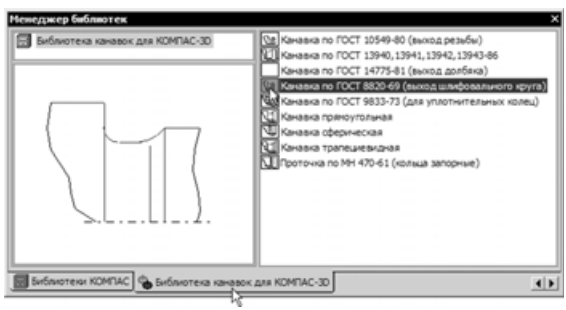

Рис. 5.240
- Откройте вкладку **Библиотека канавок**. Двойным щелчком мыши активизируйте элемент **Канавка по ГОСТ 8820-69** (рис. 5.240).